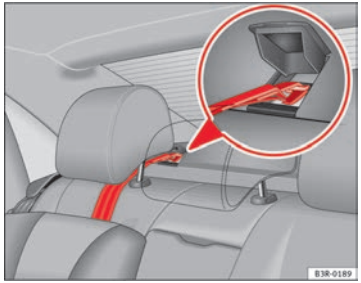

Abb. 35 Befestigungsgurt: korrekte Einstellung und korrekter Einbau
– Führen Sie den Befestigungsgurt des Top Tether unter der Rücksitzkopfstütze hindurch ⇒ Abb. 35 (dazu ggf. die Kopfstütze nach oben verstellen).
– Die Abdeckung der Verankerung an der Ablage anheben -siehe Darstellung- ⇒ Abb. 35.